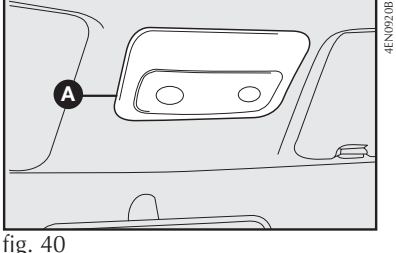

fig. 40
CONJUNTO DA LUZ INTERNA - figs. 40 e 41
- com uma chave de fenda no ponto **A-fig. 40**, remover o conjunto da luz interna montada a pressão pelas travas **B-fig. 41**.